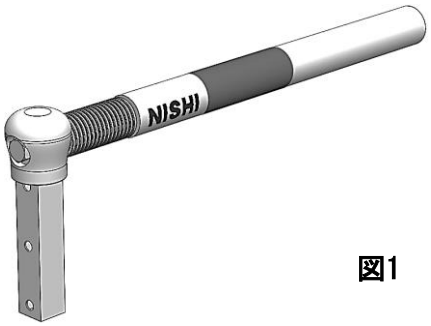

図1
① バーを交換するフレキハードルの柱部のみ準備してください（図1）。